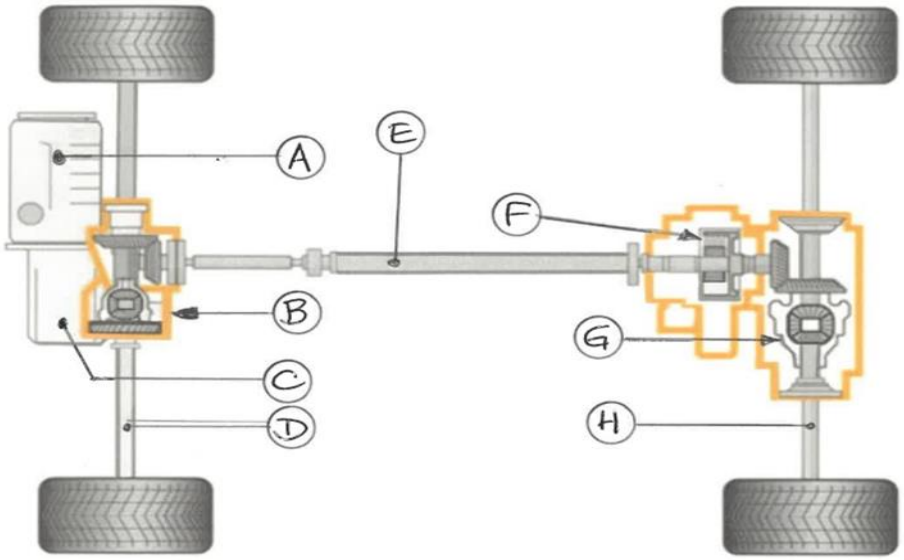

FIGUUR 3
5.1. FIGUUR 3 hier onder toon die onderdele van 'n motorvoertuig.
5.2 Noem die tipe aandrywing wat in die skets in FIGUUR 3 hier bo aangedui is. (1)